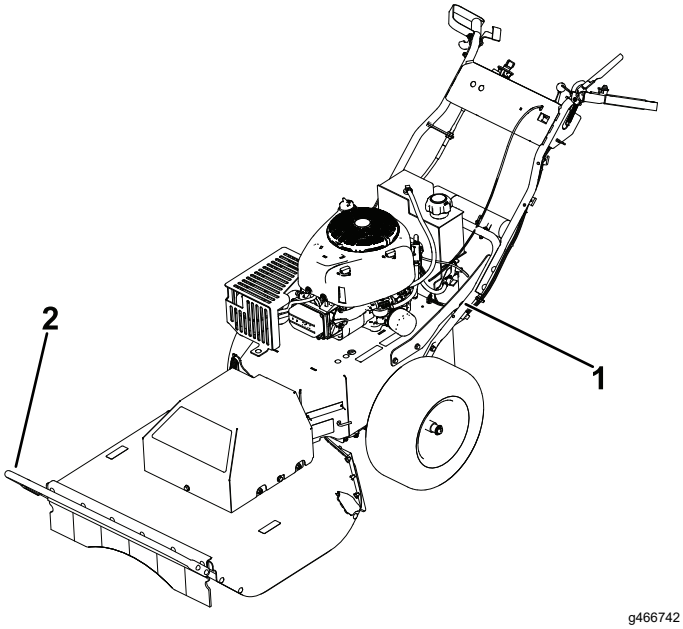

Figura 15
5. Utilice la barra delantera y los 2 aros de amarre de la máquina para sujetar la máquina firmemente al remolque o al camión con correas, cadenas, cables o cuerdas (Figura 15).